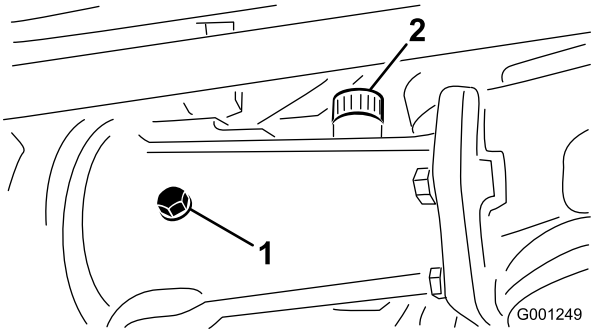
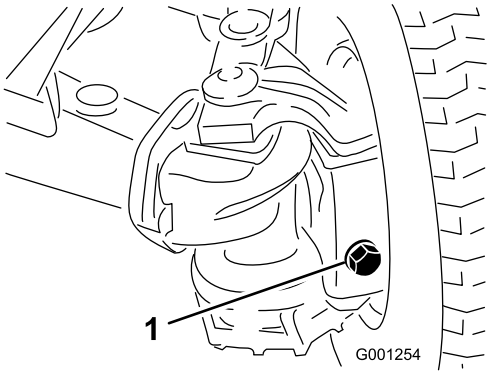

Figur 62
Figur 63
2. Ta bort kontrollpluggen från centrumaxelns hus, axeln och påfyllnings-/kontrollpluggarna vid varje yttre axelhus (Figur 62 och Figur 63).
3. Kontrollera att oljan når upp till gängorna på botten av varje plugghål (Figur 62 och Figur 63).
A. Ta bort påfyllningspluggen (Figur 62) om du fyller på centrumaxel hus.
B. Fyll på med angiven bakaxelolja i axelbehållaren eller -behållarna tills oljenivån når upp till botten av kontrollpluggens hål (Figur 62 och Figur 63).
C. Vid borttagning av pluggen från centrumaxelns hus stryker du PTFE-gängtätning på påfyllningspluggens gängor och monterar tillbaka den i huset (Figur 62).
5. Stryk PTFE-gängtätning på kontrollpluggens gängor från centrumaxelns hus och påfyllnings-/kontrollpluggarna från de två yttre axelhusen (Figur 62).
6. Montera kontrollpluggen i centrumaxelns hus och påfyllnings-/kontrollpluggarna i de två yttre axelhusen (Figur 62 och Figur 63).
1. Avtappningsplugg (3)
8. Stryk PTFE-gängtätning på kontrollpluggens gängor från centrumaxelns hus och påfyllnings-/kontrollpluggarna från de två yttre axelhusen. Se Figur 62 och Figur 63 i Kontrollera oljan i bakaxeln (endast modell 30345) (sida 48).
9. Montera kontrollpluggen i centrumaxelns hus och påfyllnings-/kontrollpluggarna i de två yttre axelhusen. Se Figur 62 och Figur 63 i Kontrollera oljan i bakaxeln (endast modell 30345) (sida 48).